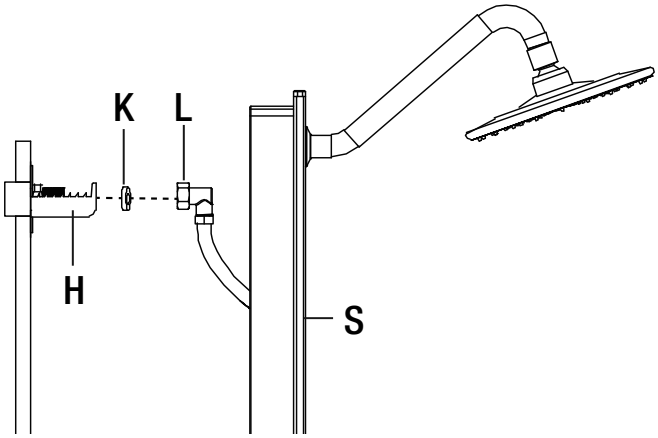

Fig.15
- Fixez le raccord en L (L) à l'assemblage du connecteur en laiton en utilisant le restricteur (K), voir fig. 15.